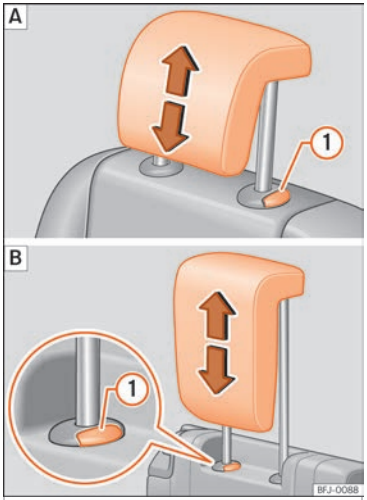

Fig. 145 Smontaggio dei poggiatesta posteriori: A Seconda fila di sedili, B terza fila di sedili.
- Estrarre completamente il poggiatesta tenendo premuto il tasto ››› **fig. 145** (1).